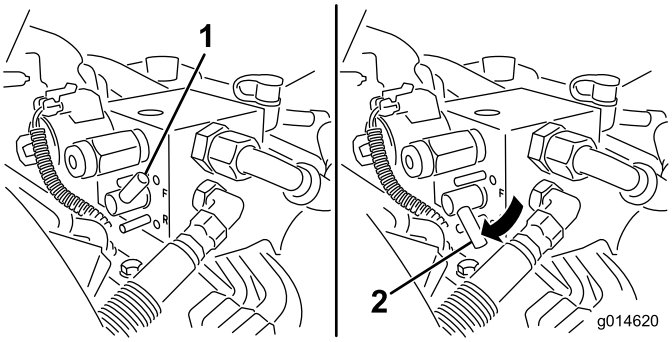

Figur 53
5. Vrid slipningsspaken till bakåtläget (R) (Figur 53).